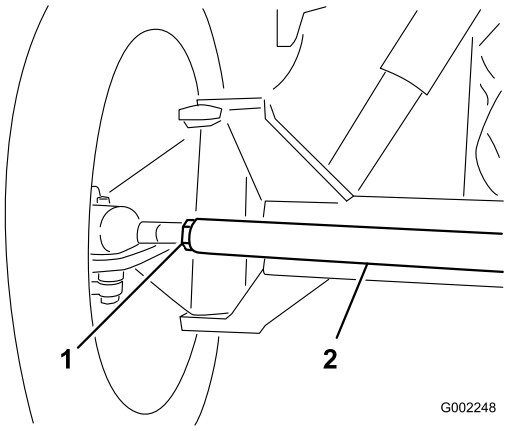

Figura 102
3. Se a medição obtida não corresponder aos valores especificados desaperte as porcas de segurança nas extremidades das barras transversais (Figura 102).